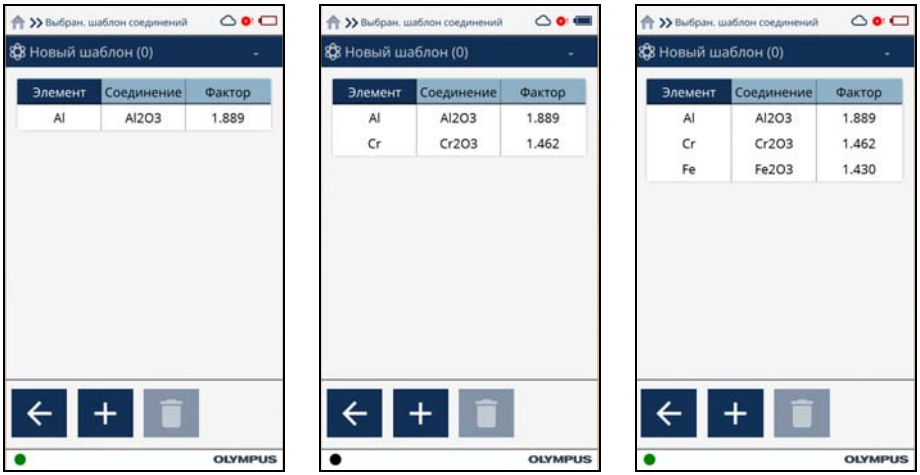

Рис. 2-95 Последовательность добавления трех соединений
6. Продолжайте добавлять соединения до завершения шаблона (см. Рис. 2-95 на стр. 99.